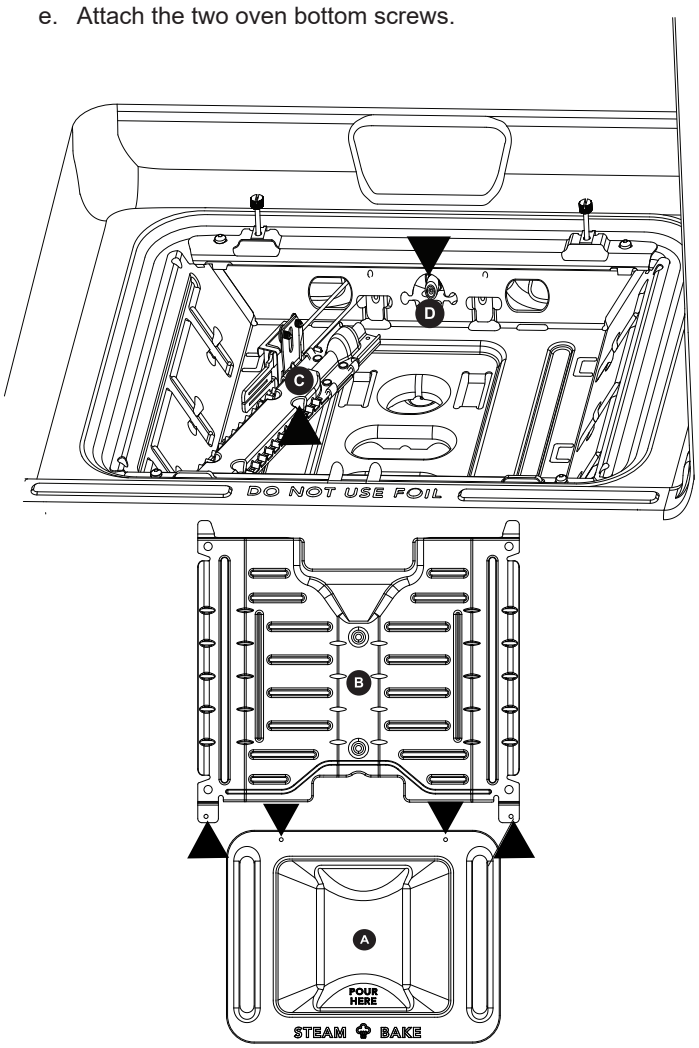

Figure 17
a. Replace burner assembly (**C**) back on orifice (**D**) and replace the two burner screws (see Figure 17).